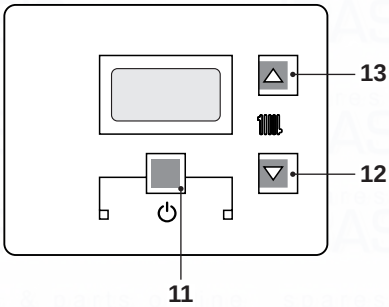
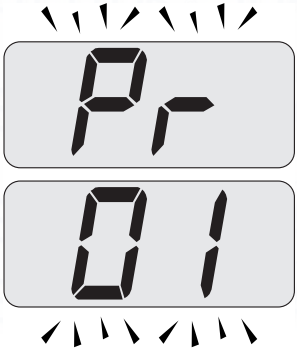
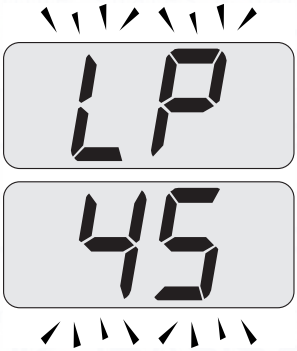
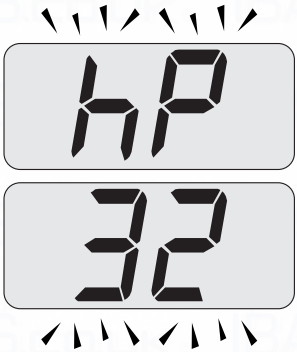

Fig. 9.17
Fig. 9.18
Fig. 9.19
Fig. 9.20
- Enter in "programming mode" by pressing keys 11 - 12 - 13 (Fig. 9.17) for 10 seconds at the same time until the letters **Pr** that alternate with code **01** are displayed on the LCD display, indicating that "parameter 01" (Fig. 9.18) has been activated.
- Press keys 12 and 13 (Fig. 9.17) at the same time until the LCD display displays the letters **LP** that alternate with the heating water temperature value (e.g.**45**), indicating the activation of the "chimney sweep function" at minimum output (Fig. 9.19).
- By pressing 13 (Fig. 9.17) it is possible to change power in chimney sweep mode: with the letters **hP** on the LCD display which alternate between the heated water temperature (i.e.**32**), we are in the “chimney sweep function” at the minimum power during heating (Fig. 9.20).
- Press keys 11 - 12 - 13 (Fig. 9.17) at the same time again to exit the "chimney sweep mode" and return to the previously set boiler status (Fig. 9.23).